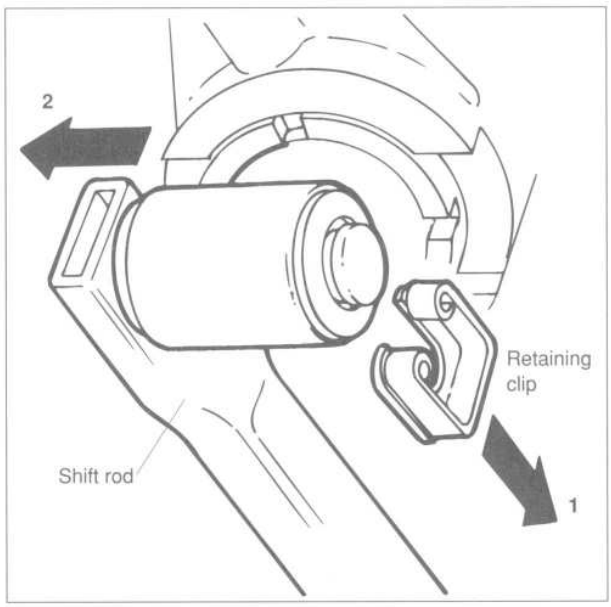

Fig. 3. Pull off circlip in direction of arrow (**1**) and then disengage shift rod from bushing (**2**).
4. Working underneath car, remove retaining clip and washer from shift rod. Pull shift rod out of shift lever. See Fig. 3.